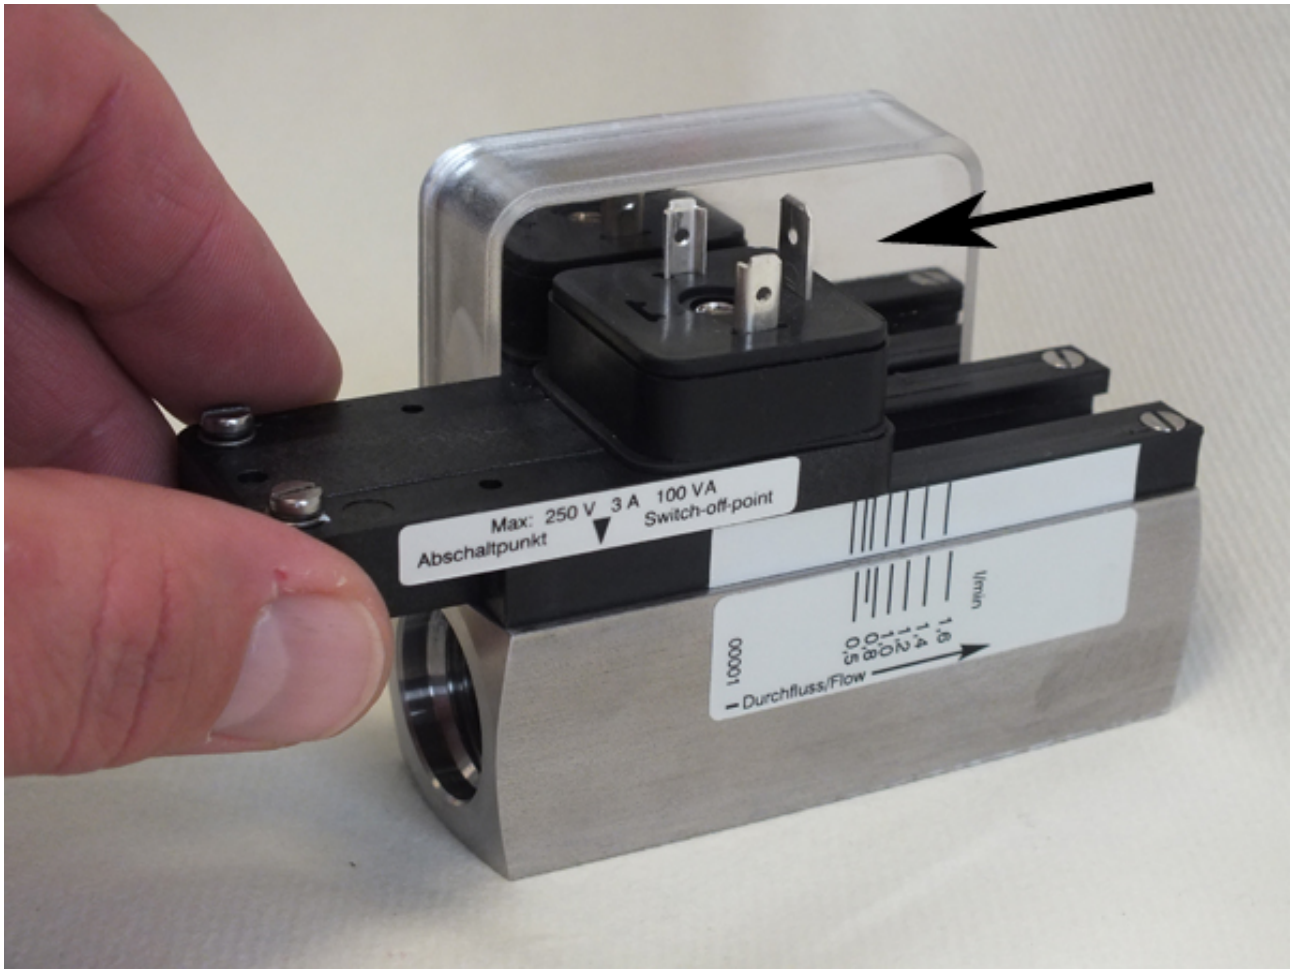

Abb. 74: Schaltkontakt aus Führung schieben
4. Den Schaltkontakt in Pfeilrichtung (*Abb. 74*) aus den Führungsleisten schieben